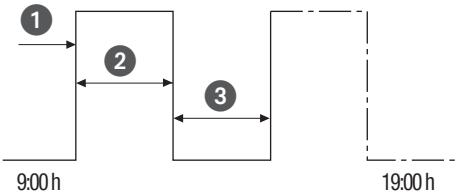

Fig. 33: Commutazione cicli
- (Fig. 33/❶) Ora di avvio
- (Fig. 33/❷) Durata ON = Accensione ON
- (Fig. 33/❸) Durata OFF = Accensione OFF